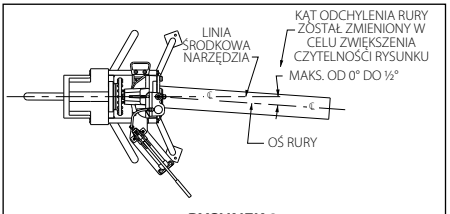

RYSUNEK 2
2. Ustawić stojak do rur pod kątem ok. ½° w lewo (kąt prowadzenia). Patrz rysunek 2.